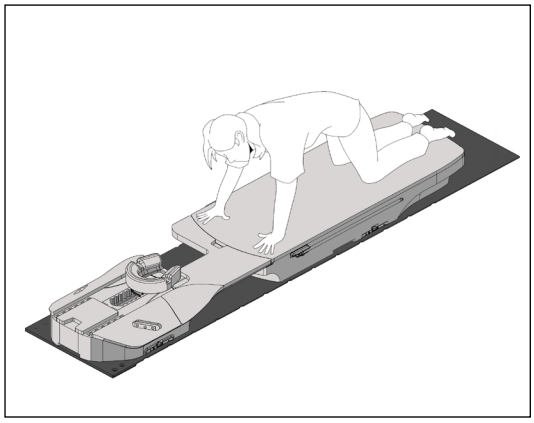

Abb. 13
3. Bitten Sie den Patienten, seinen Oberkörper mithilfe der Hände oder Ellenbogen in die richtige Position zu bringen (Abb. 13).